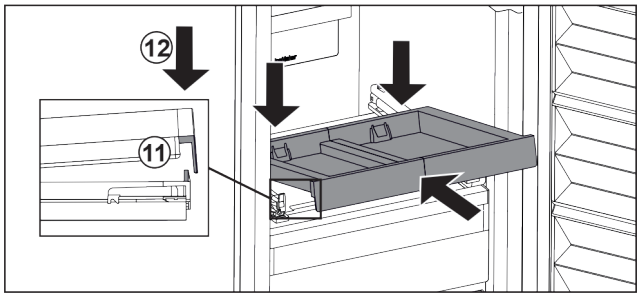

Fig. 143
▶ Schuin erin schuiven. Zorg ervoor dat de aanslag aan beide zijden achter de lip is. *Fig. 143 (11)*
▶ Uitschuifplateau aan voorzijde neerzetten. *Fig. 143 (12)*